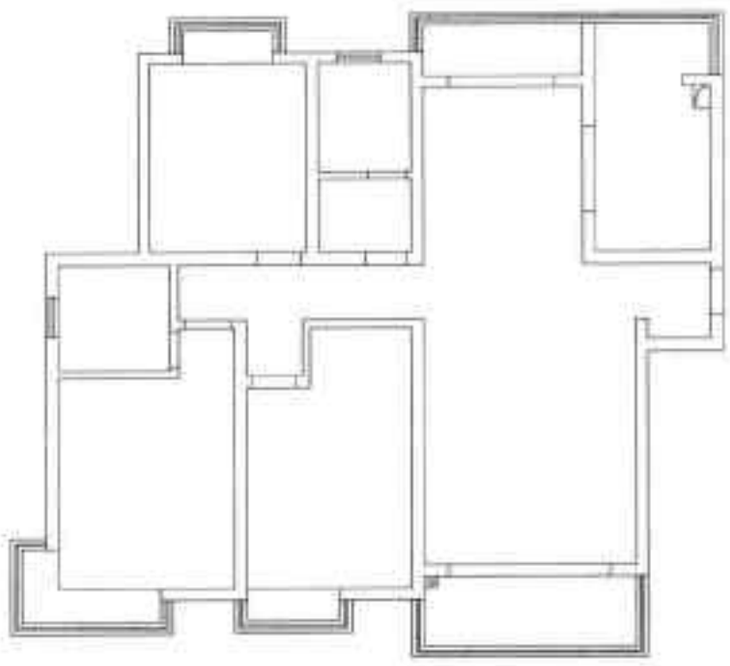

图19-54 划分天花区域
Step 01 复制一份“三居室平面布置图”，删除三居室平面布置图中所有门、家具造型等，然后执行“直线”命令，封闭门洞，划分天花区域，如图 19-54 所示。